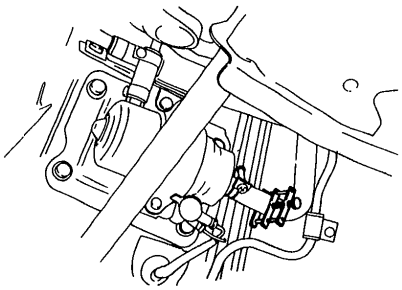

Fig. EF-111 Fuel hose clamp at fuel pump
6. Temporarily clamp fuel hose at a suitable location between fuel tank and suction side of fuel pump. Refer to Figure EF-111.